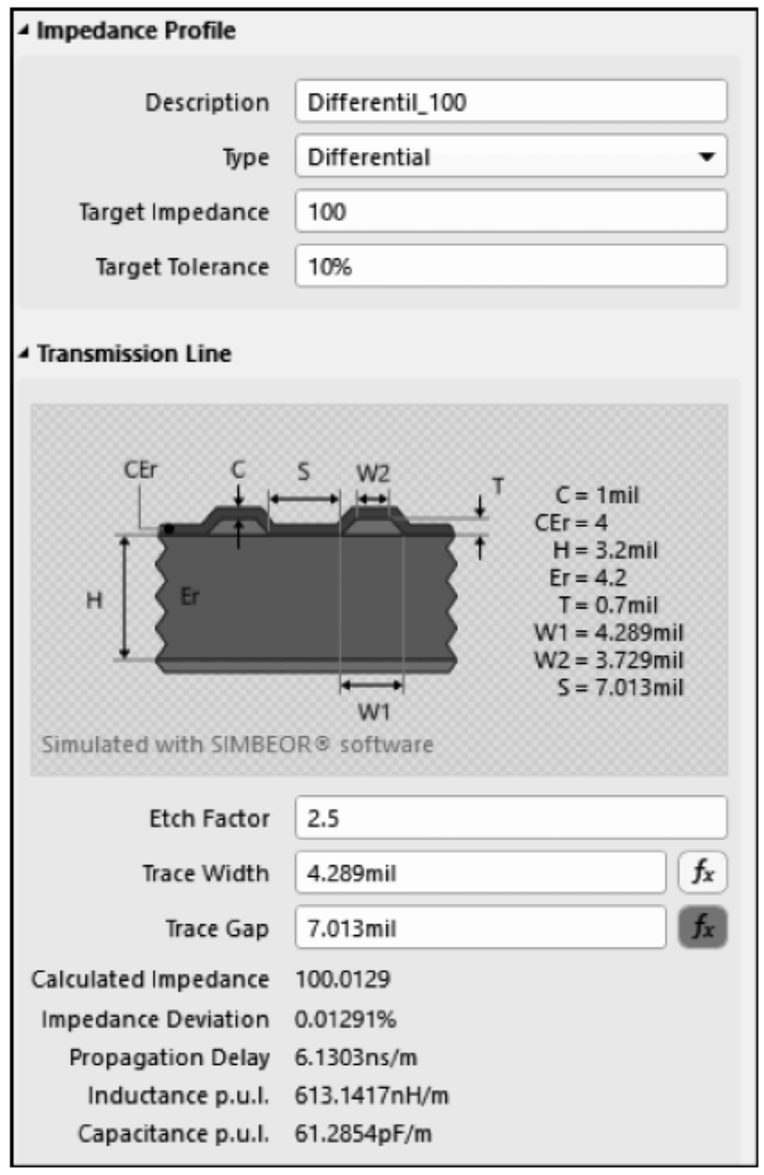

图 8-8　顶层差分信号的计算设置
(3) 100Ω 差分信号的阻抗计算。
① 单击按钮 ✦ ,添加新的配置文件,命名为 Differentil_100。选择要计算的信号层,在 Impedance Profile 选项组和 Transmission Line 选项组进行设置及查看。如图 8-8 所示,计算顶层 100Ω 差分信号的阻抗。